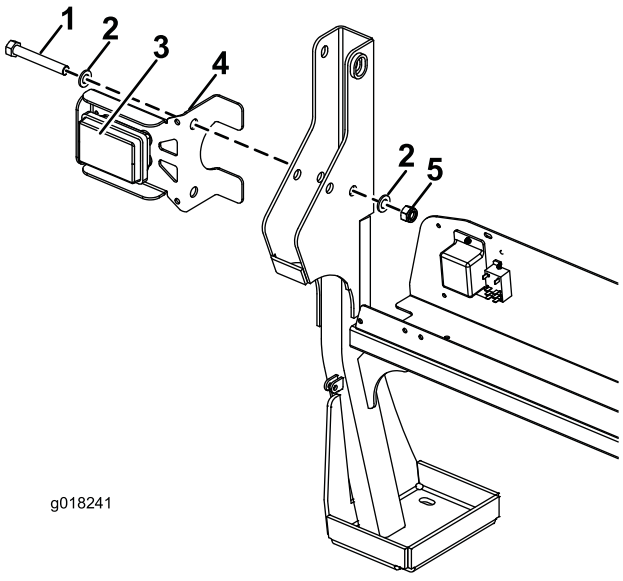

**図 2**
6. 左後部用のランプブラケットをROPSの穴に合わせて、新しい M16 x 110mm ボルトを差し込む（図 2）。ワッシャは既存のものを再利用する。